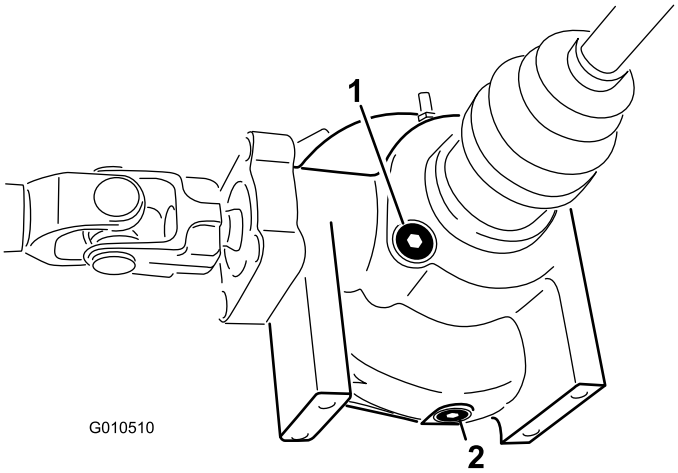

Figur 51
2. Gör rent runt avtappningspluggen på differentialens ena sida (Figur 51).